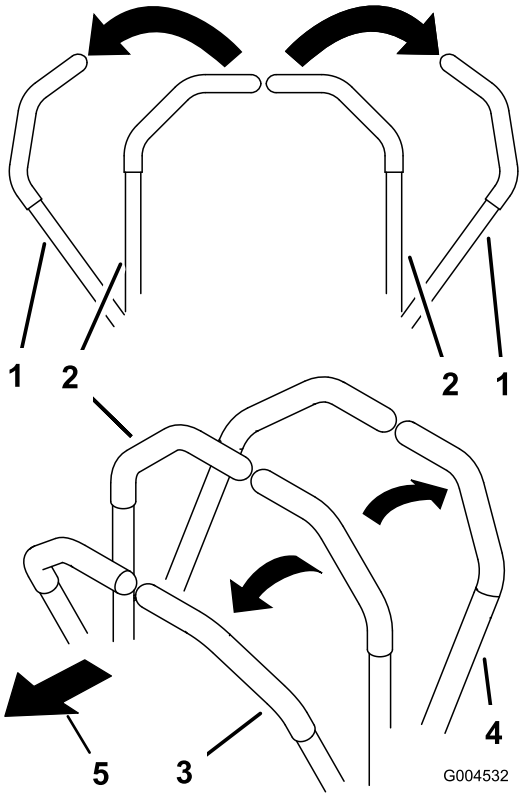

Figur 17
2. Kør fremad ved langsomt at skubbe bevægelseshåndtagene fremad (Figur 17).
Kør lige ud ved at påføre begge bevægelseshåndtag samme tryk (Figur 17).
Drej ved at udløse trykket på bevægelseshåndtaget i den retning, du ønsker at dreje (Figur 17).